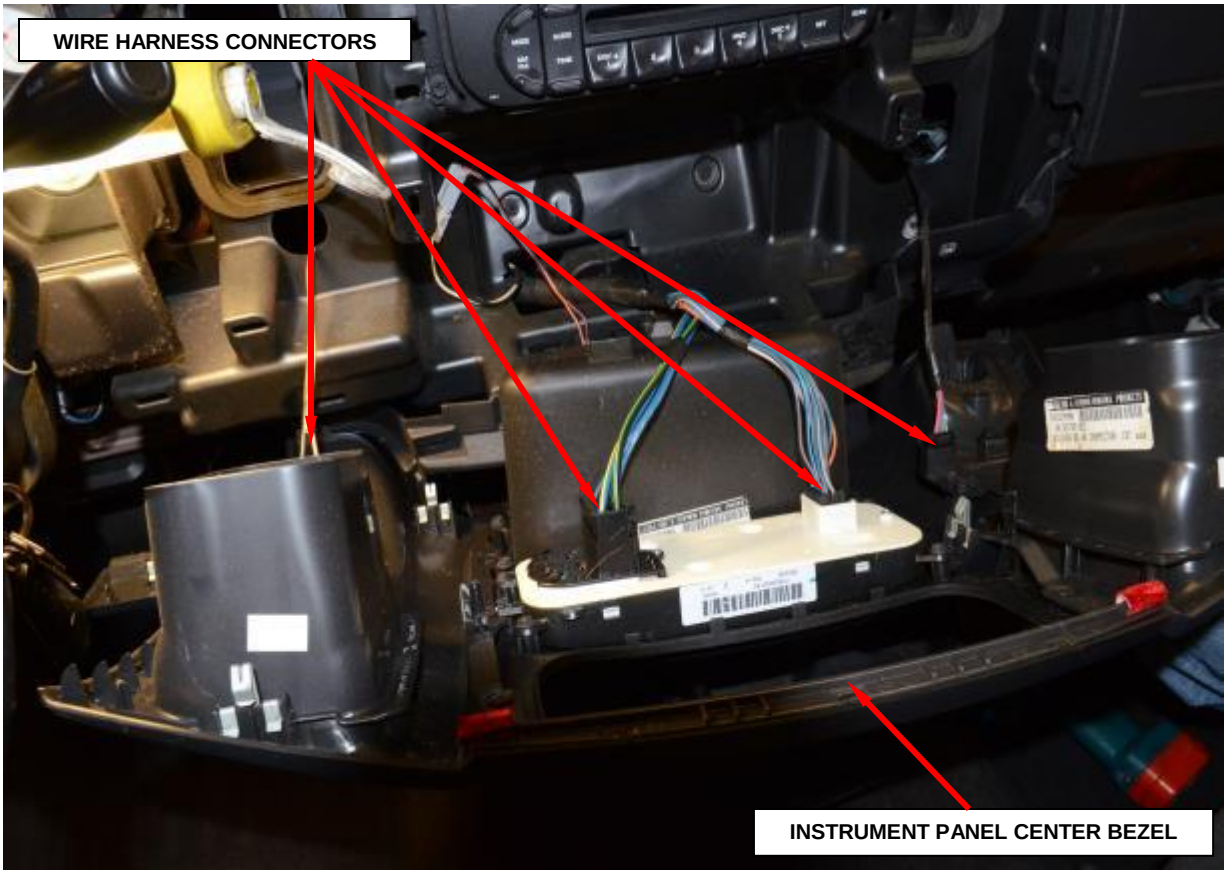

**Figure 6 – Center Bezel Wire Harness Connectors**
e. Disconnect the wire harness connectors and remove the instrument panel center bezel from the vehicle (Figure 6).